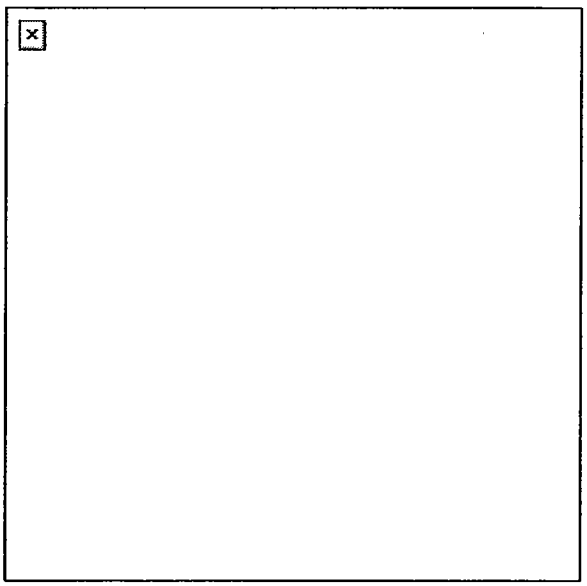

Figure 4. Zero aiming point.
a. The rifle aiming point for ranges out to 250 meters is the center of the three straight lines (zero aiming point) (Figure 4). The top of the vertical line is the aiming point for 400 meters, and the bottom of the line is the aiming point for 600 meters.